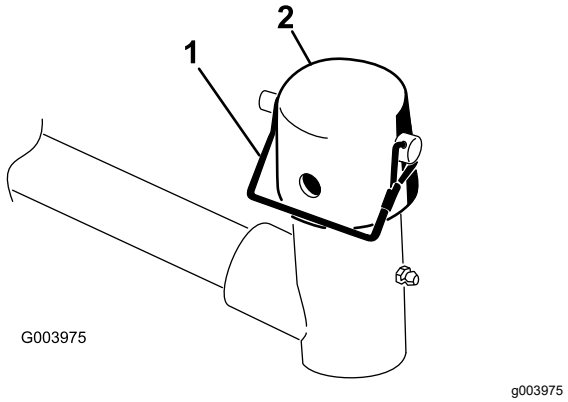

Figura 3
3. Pentru fiecare bra de ridicare a unităii de tăiere, îndepărtai tiftul de prindere care fixează capacul pe furca pivotului braului de ridicare i îndepărtai capacul (Figura 3).